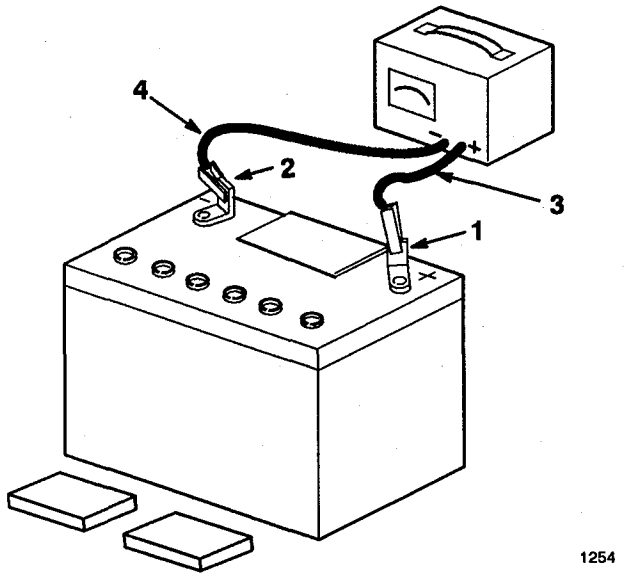

Figure 6
3. Leave the filler caps off and connect a 3–4 amp battery charger to the battery posts (Fig. 6). Charge the battery at a rate of 4 amperes or less for 4 hours (12 volts).
4. When the battery is fully charged, unplug the charger from the electrical outlet, then disconnect the charger leads from the battery posts (Fig. 6).